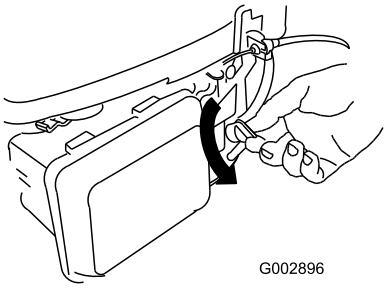

Figur 23
2. Drej brændstofventilarmen hen til positionen On (Figur 23).